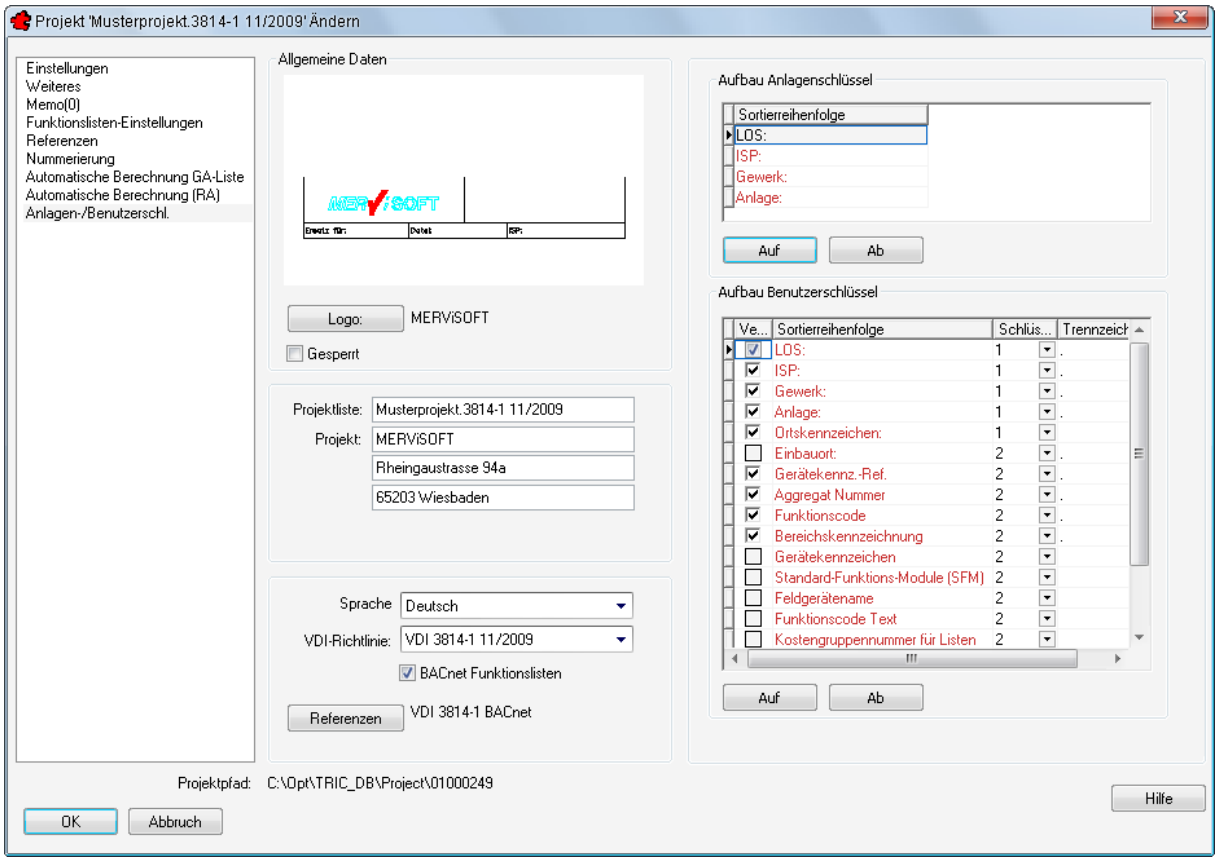

Bild 24.1 – Anlagen- und Benutzerschlüssel in der Projektverwaltung
- Der **Anlagen**(-kenn(-zeichnungs)-)**schlüssel** mit der Ebenenstruktur *Titel/Gebäude, ISP, Gewerk, Anlage* sowie dem optionalen *Orts-/Gerätekennzeichen* dient lediglich der räumlichen Verortung des Gerätes. Er wird zur Ausgabe von Stücklisten der Anlage verwendet (vgl. Abb. 24.1, rechts oben).
Bild 24.1 zeigt die relevanten Einstellungen in der Projektverwaltung.